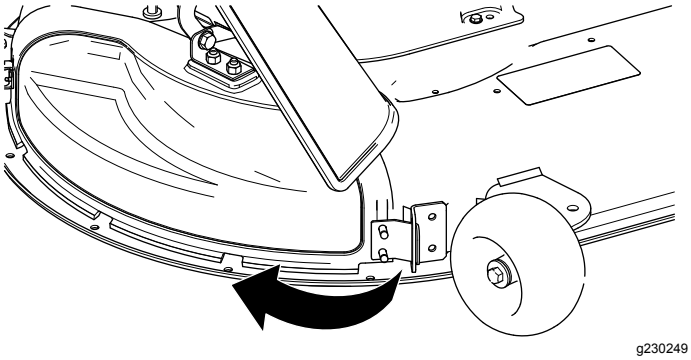

Figur 14
4. Sving utslippsdekselet bakover mot klippeenheten slik at det er på linje med klippeenheten (Figur 14).